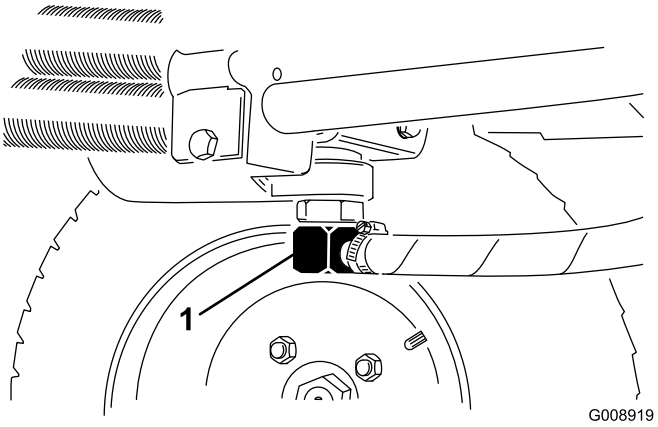
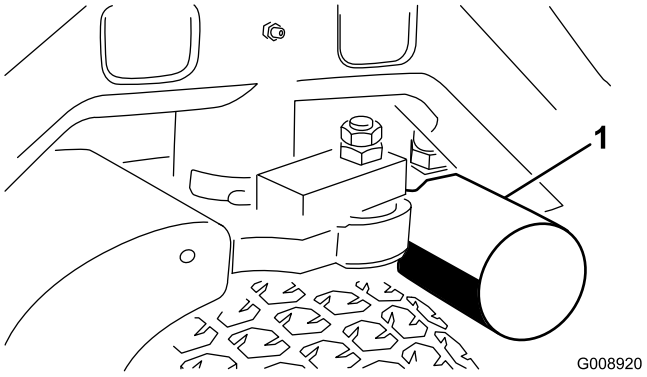

Figuur 72
Figuur 73
2. Maak de hydraulische leiding (Figuur 72) los of verwijder het hydraulische filter (Figuur 73) en laat de hydraulische vloeistof in een opvangbak lopen.
4. Plaats een opvangbak onder het filter (Figuur 73) en verwijder het filter.